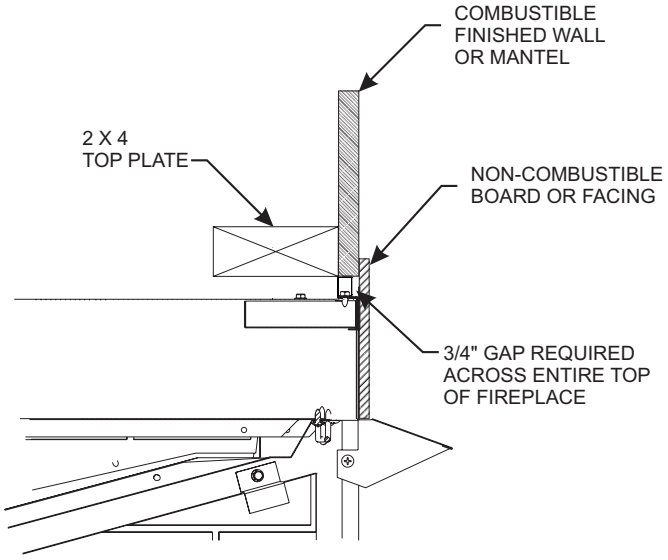

**Figure 1 - Clearances to Combustibles**
**Top Framing and Finishing:** Combustible framing materials requires 3/4 inch to top of firebox. **See Figure 1**.